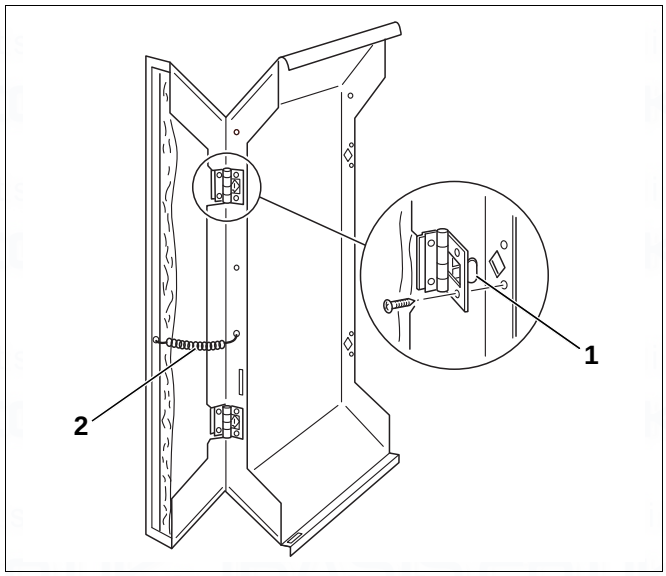

Fig. 49 Fitting the side panel flaps
- Hook the hinge pins (Fig. 49, [1]) on the side wall flap into the cut-out of the front side panel and secure with self-tapping screws.
- Attach tension spring (Fig. 49, [2]) to the side panel and side panel flap.